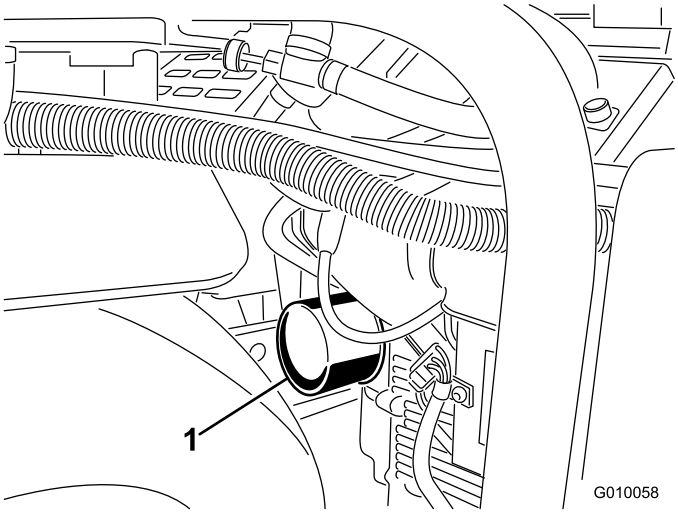
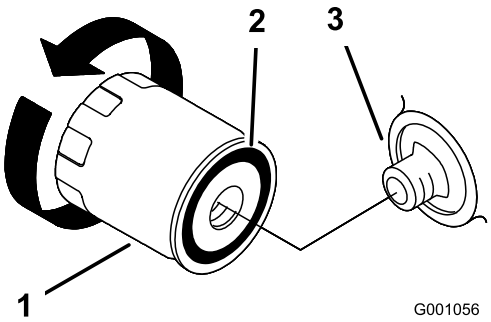

Figur 47
Figur 48
6. Anbring en lav bakke eller klud under filteret for at opfange olien (Figur 47).
7. Fjern det gamle filter (Figur 47 og Figur 48), og aftør filteradapterens pakningsoverflade.